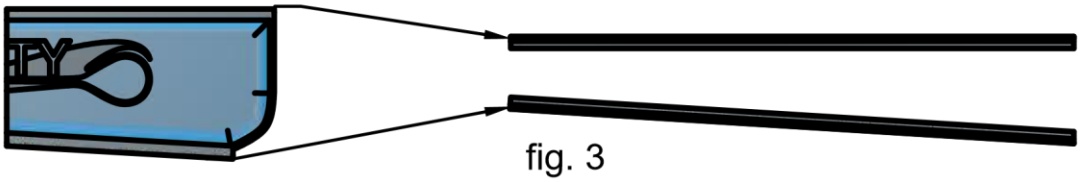

fig. 3
- Feed the taller end of the bag into the end where the gap between the rails is smallest (fig. 3). Continue until both retaining rods are fully inside the rails.